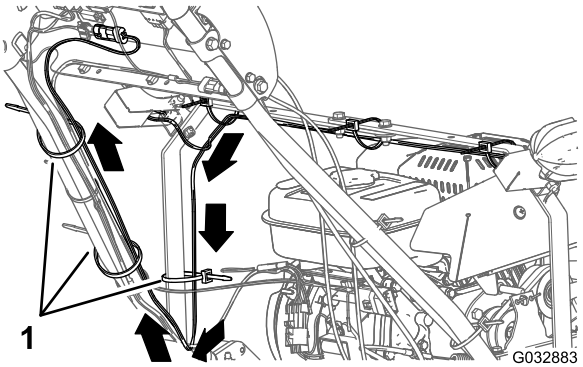

Figura 13
1. Disponete il cablaggio preassemblato per il kit luci LED verso il basso nella cinghia della barra luci sinistra e attraverso il tubo del manubrio di sinistra (Figura 13).
2. Disponete il cablaggio preassemblato verso l'alto, lungo il tubo del manubrio di sinistra alla plancia (Figura 13).
3. Fissate il cablaggio preassemblato sulla cinghia della barra luci sinistra e sul tubo del manubrio con 3 fascette per cavi, come illustrato nella Figura 13.